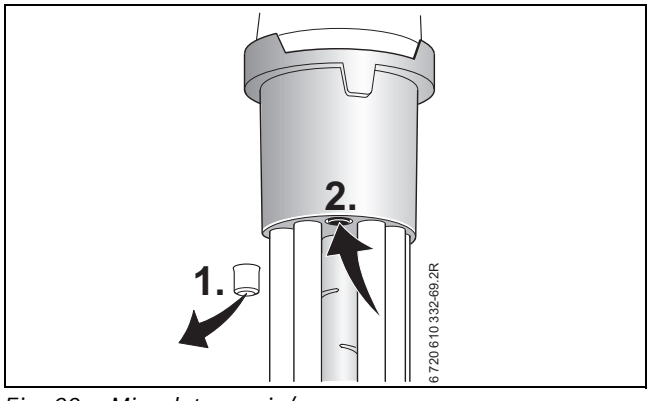

*Fig. 60 Miscelatore aria/gas*
- Controllare la pressione di miscelazione, presso il miscelatore aria-gas, alla potenza termica nominale (di fabbrica) come di seguito (fig. 60):